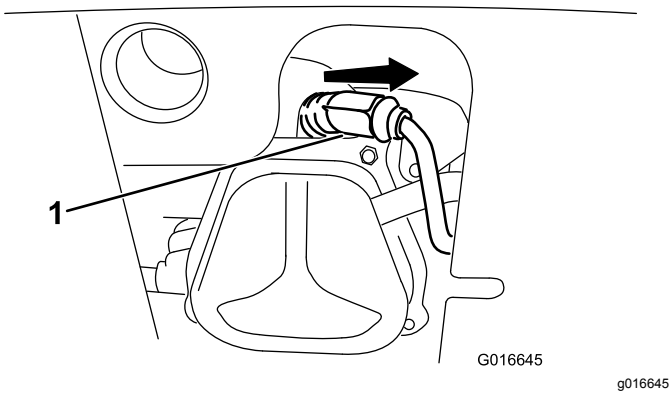

Rysunek 35
1. Zdejmij osłonę (Rysunek 35).